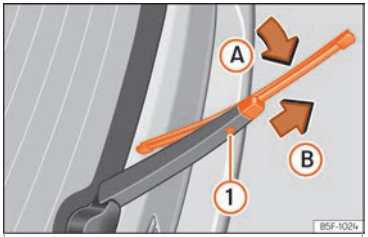

Fig. 64 Changing the rear wiper blade
- Lift the windscreen wiper arm and fold it at an angle of approximately 60° ››› Fig. 64.
- Press and hold the release button (1).
- Fold the wiper blade towards the windscreen wiper arm ››› Fig. 64 (arrow (A)) while pulling in the direction of arrow (B). You might have to apply a lot of force.
- Insert a new blade of the **same length and type** in the windscreen wiper arm in the opposite direction to the arrow (B) and hook into place. This feature is operational when the knob is in position (arrow (A)).